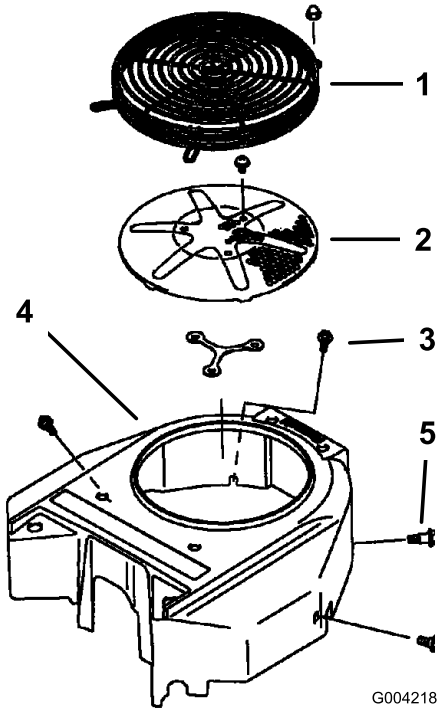

Figur 71
Ta bort alla rester av gräs, smuts eller annat skräp från motorfiltret innan du använder maskinen. Detta bidrar till att skapa tillräcklig kylning och korrekt motorhastighet samt minskar riskerna för överhettning och mekaniska skador på motorn (Figur 71).
3. Ta bort luftintagsgallret, startsnöret och fläkthuset (Figur 71).
5. Montera luftintagsgallret, startsnöret och fläkthuset (Figur 71).